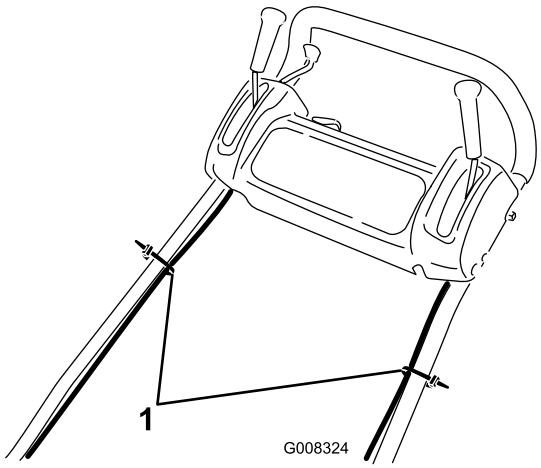

Figur 4
9. Fest kablene til håndtaket ved hjelp av kabelsnorer (Figur 4).